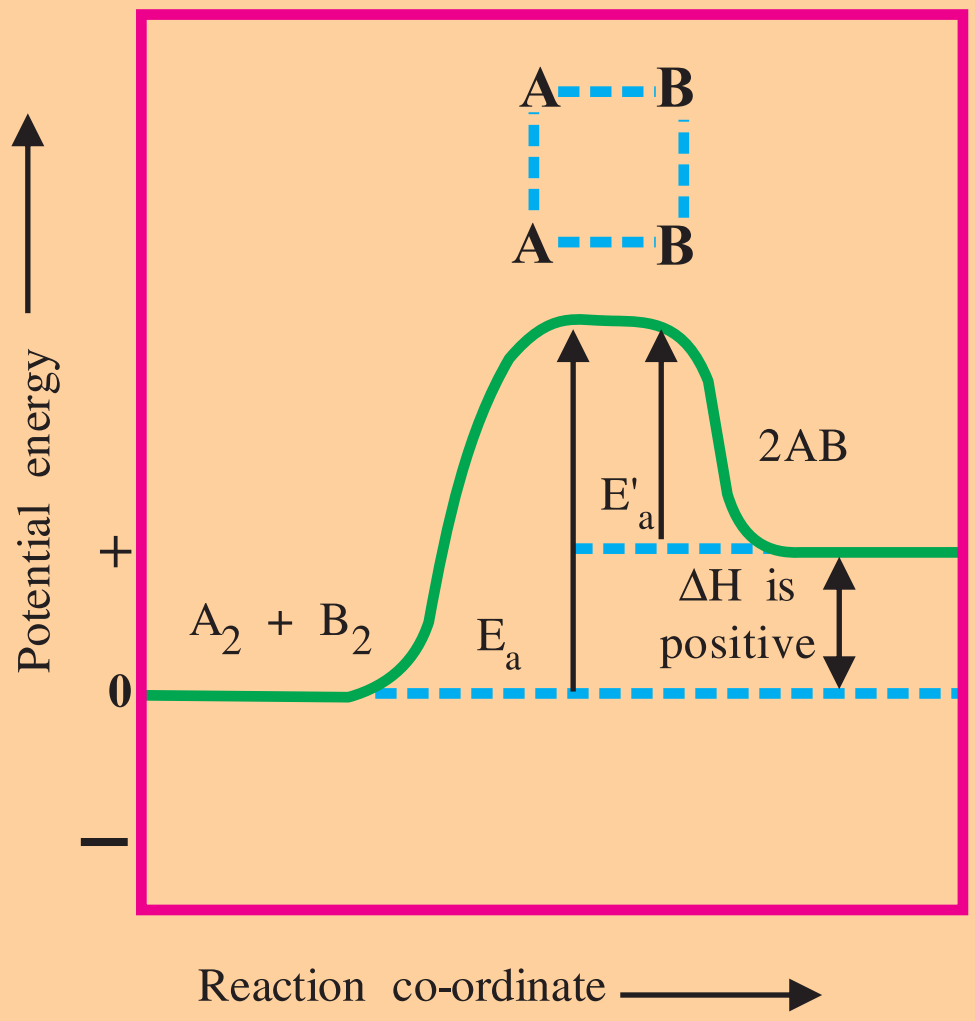

Fig. 1.7 Endothermic reaction
Endothermic and Exothermic reactions : To understand the above phenomenon when molecules come nearer to each other, the changes in energy that take place can be studied. When the molecules come nearer to each other, the distance between them is decreasing and their potential energy increases. Such molecules combine with each other and a short lived complex molecule is produced. It possesses maximum potential energy. This short lived molecule is known as **activated complex.** This activated complex possesses very weak bonds. They break due to their oscillation motion. Hence product or original reactant is obtained. As the molecules of resultant product go away from each other, their potential energy decreases. There can be two options for this : (1) If the minimum potential energy of reactant is less than that of product then the reaction will be endothermic (2) If the minimum potential energy of reactants is more than the potential energy of product then the reaction will be exothermic. Thus, in endothermic reaction, the potential energy of products is more than potential energy of reactants. Hence, $H_p - H_r = \Delta H$ will have positive value. In exothermic reaction the potential energy of product is less than the total potential energy of reactants. Hence, the value of $H_p - H_r = \Delta H$ will be negative which can be shown by following fig. 1.7 and 1.8.